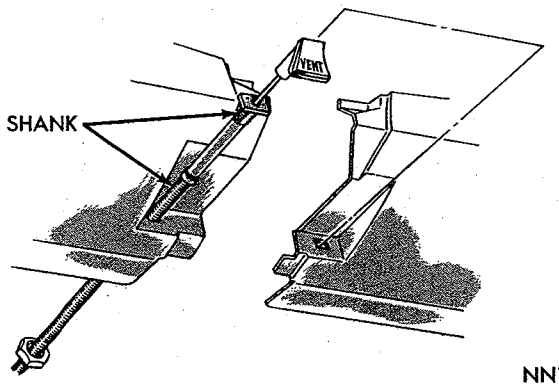
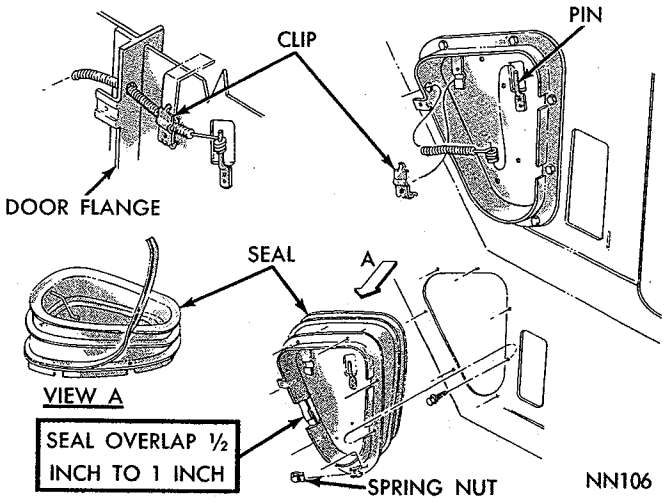

*Fig. 3—Vent Door Control—Fury*
*Fig. 4—Fresh Air Door—Fury*
The fresh air cowl vent control cable, housing and knob (Fig. 3) are serviced as an assembly. The cable housing shank has two flat edges which index with corresponding edges in the panel (Fig. 3) and is retained on the panel with a nut at the rear. The housing is attached to the vent door bracket with a clip and the coiled cable end is positioned over a pin on the door (Fig. 4).
Adjustment of the door is controlled by the positioning of the control cable housing on the door bracket (Fig. 4). Loosen the clip screw attaching the housing to the door bracket and push control cable knob to the fully closed position. Hold the vent door closed and pull cable housing slack out of the door flange. Tighten the clip screw after all housing slack has been removed and test the operation of the cable and door.
### Removal (Fig. 4)
(1) Install spring nut to bottom of fresh air door housing, if removed.
(2) Position seal in line with outer edge of housing flange (Fig. 4).
(3) Position fresh air door on cowl side panel and align attaching holes.